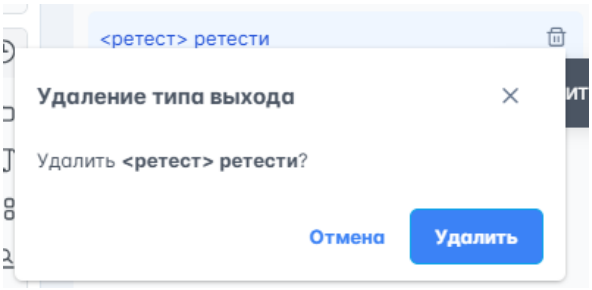

Рисунок 130 – Подтверждение удаления типа выхода
2. Нажать на  в строке типа выхода на панели управления справа, откроется окно подтверждения удаления (рисунок 130).